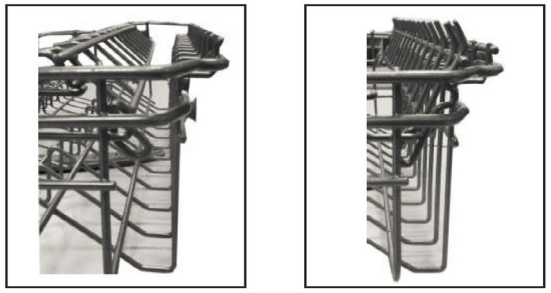

Fig.9
- You can tilt the stand and adjust it in height (Fig 9).
- If they do not fit in the basket, you can put them on the stand in the upper rack. (Fig. 9).